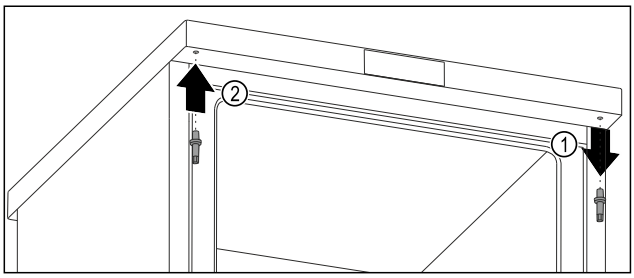

Fig. 12
▶ Skruva ur övre bult med utvändig sexkantsnyckel. *Fig. 12 (1)*
▶ Skruva fast bult på motsatta sidan med utvändig sexkantsnyckel. *Fig. 12 (2)*